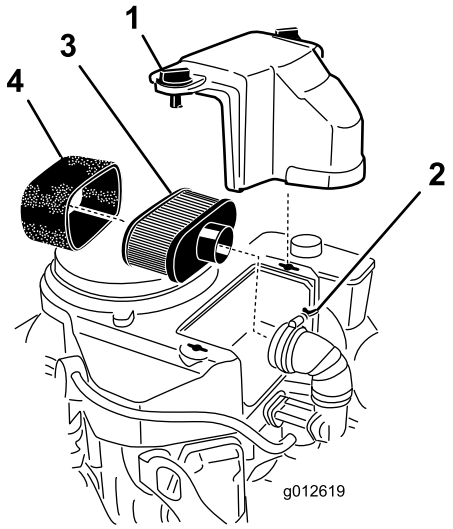

Figur 41
3. Rengjør rundt luftfilteret for å unngå at det kommer partikler i motoren som kan forårsake skade (Figur 41).
4. Skru løs dekselknottene og fjern luftrenserdekselet (Figur 41).
5. Skru løs slangeklemmen og fjern luftrenseren (Figur 41).
6. Dra forsiktig skumelementet av papirelementet (Figur 41).
Merk: Hvis papirelementet er veldig skittent, kan du erstatte det med et nytt (Figur 41).
1. Skyv forsiktig skumelementet opp på papirelementet (Figur 41).
2. Sett luftrenseren på luftrenserbasen eller -slangen, og fest den (Figur 41).
3. Sett luftfilterdekselet på plass og skru fast dekselknotten (Figur 41).